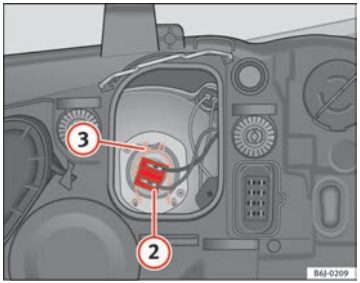

Fig. 135 Dipped beam headlights
– Remove the connector ⇒ fig. 135 (2) from the bulb.
– Unclip the retainer spring ⇒ fig. 135 (3) pressing inwards to the right.